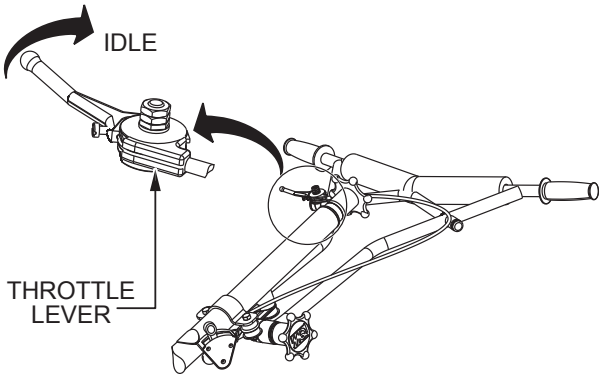

Figure 50. Handlebar Throttle Lever (IDLE)
1. Return the handlebar throttle lever to the **IDLE** position (Figure 50) and let the engine run for three minutes at low speed.